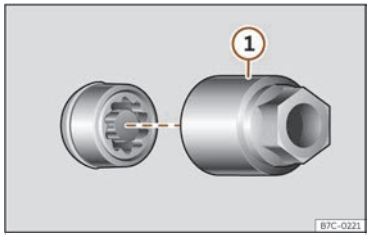

Fig. 215 Tornillo antirrobo de la rueda con capuchón y adaptador.
- Encaje el adaptador especial ››› **fig. 215** ① (herramienta de a bordo ››› **pág. 309**) en el tornillo antirrobo de la rueda hasta el tope.